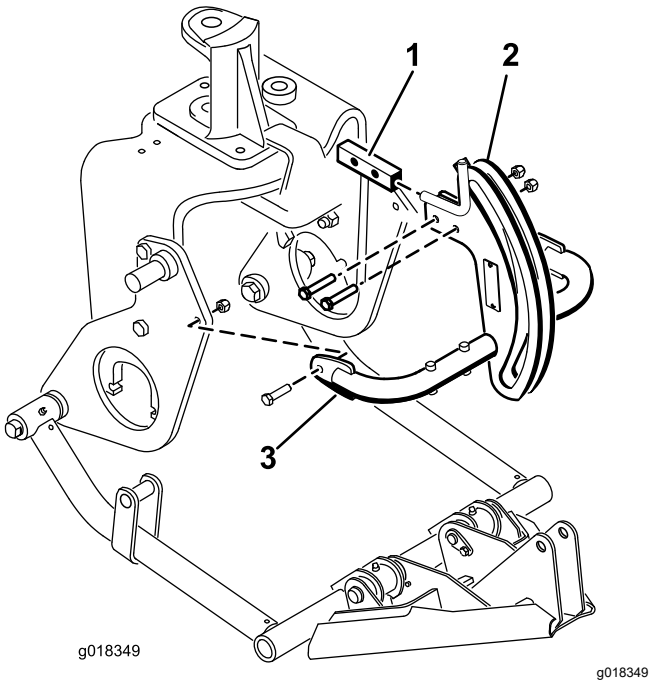

Figur 15
6. Monter det øverste af trækrammen på trækrammens beslag med to bolte (⅜" x 2") og møtrikker (Figur 15).
7. Monter trækrammens rør på plovpladerne med bolte (⅜" x 1½") og møtrikker (Figur 15), og tilspænd fastgørelsesanordningerne.